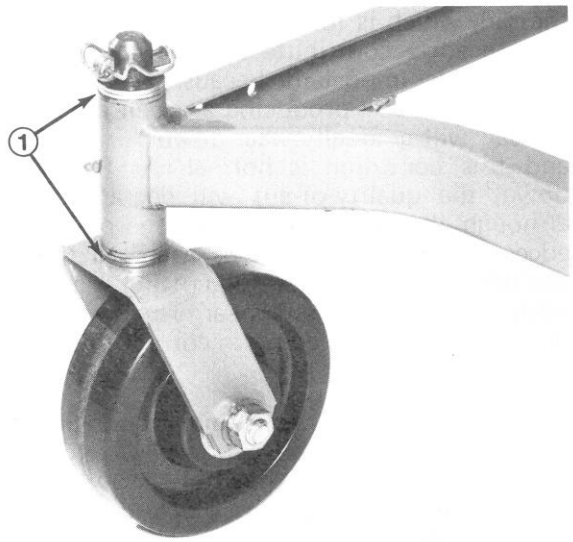

Figure 41
4. Insert pin punch into top or bottom of mounting tube and drive bushing out of tube (Fig. 41). Also drive other bushing out of tube. Clean inside of tubes to remove dirt.